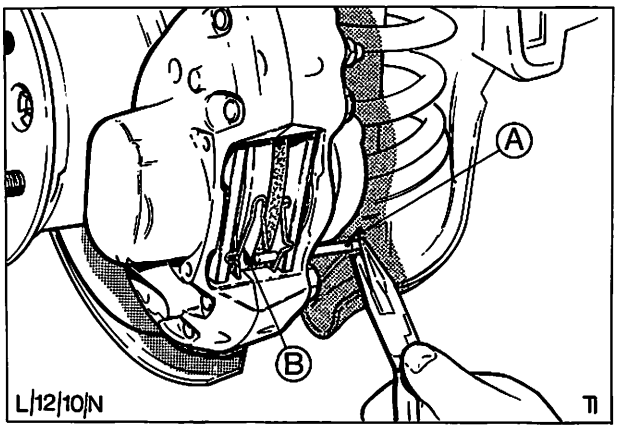

Abb. 27 Haltestift herausziehen
4. Haltestifte herausziehen, Abb. 27.